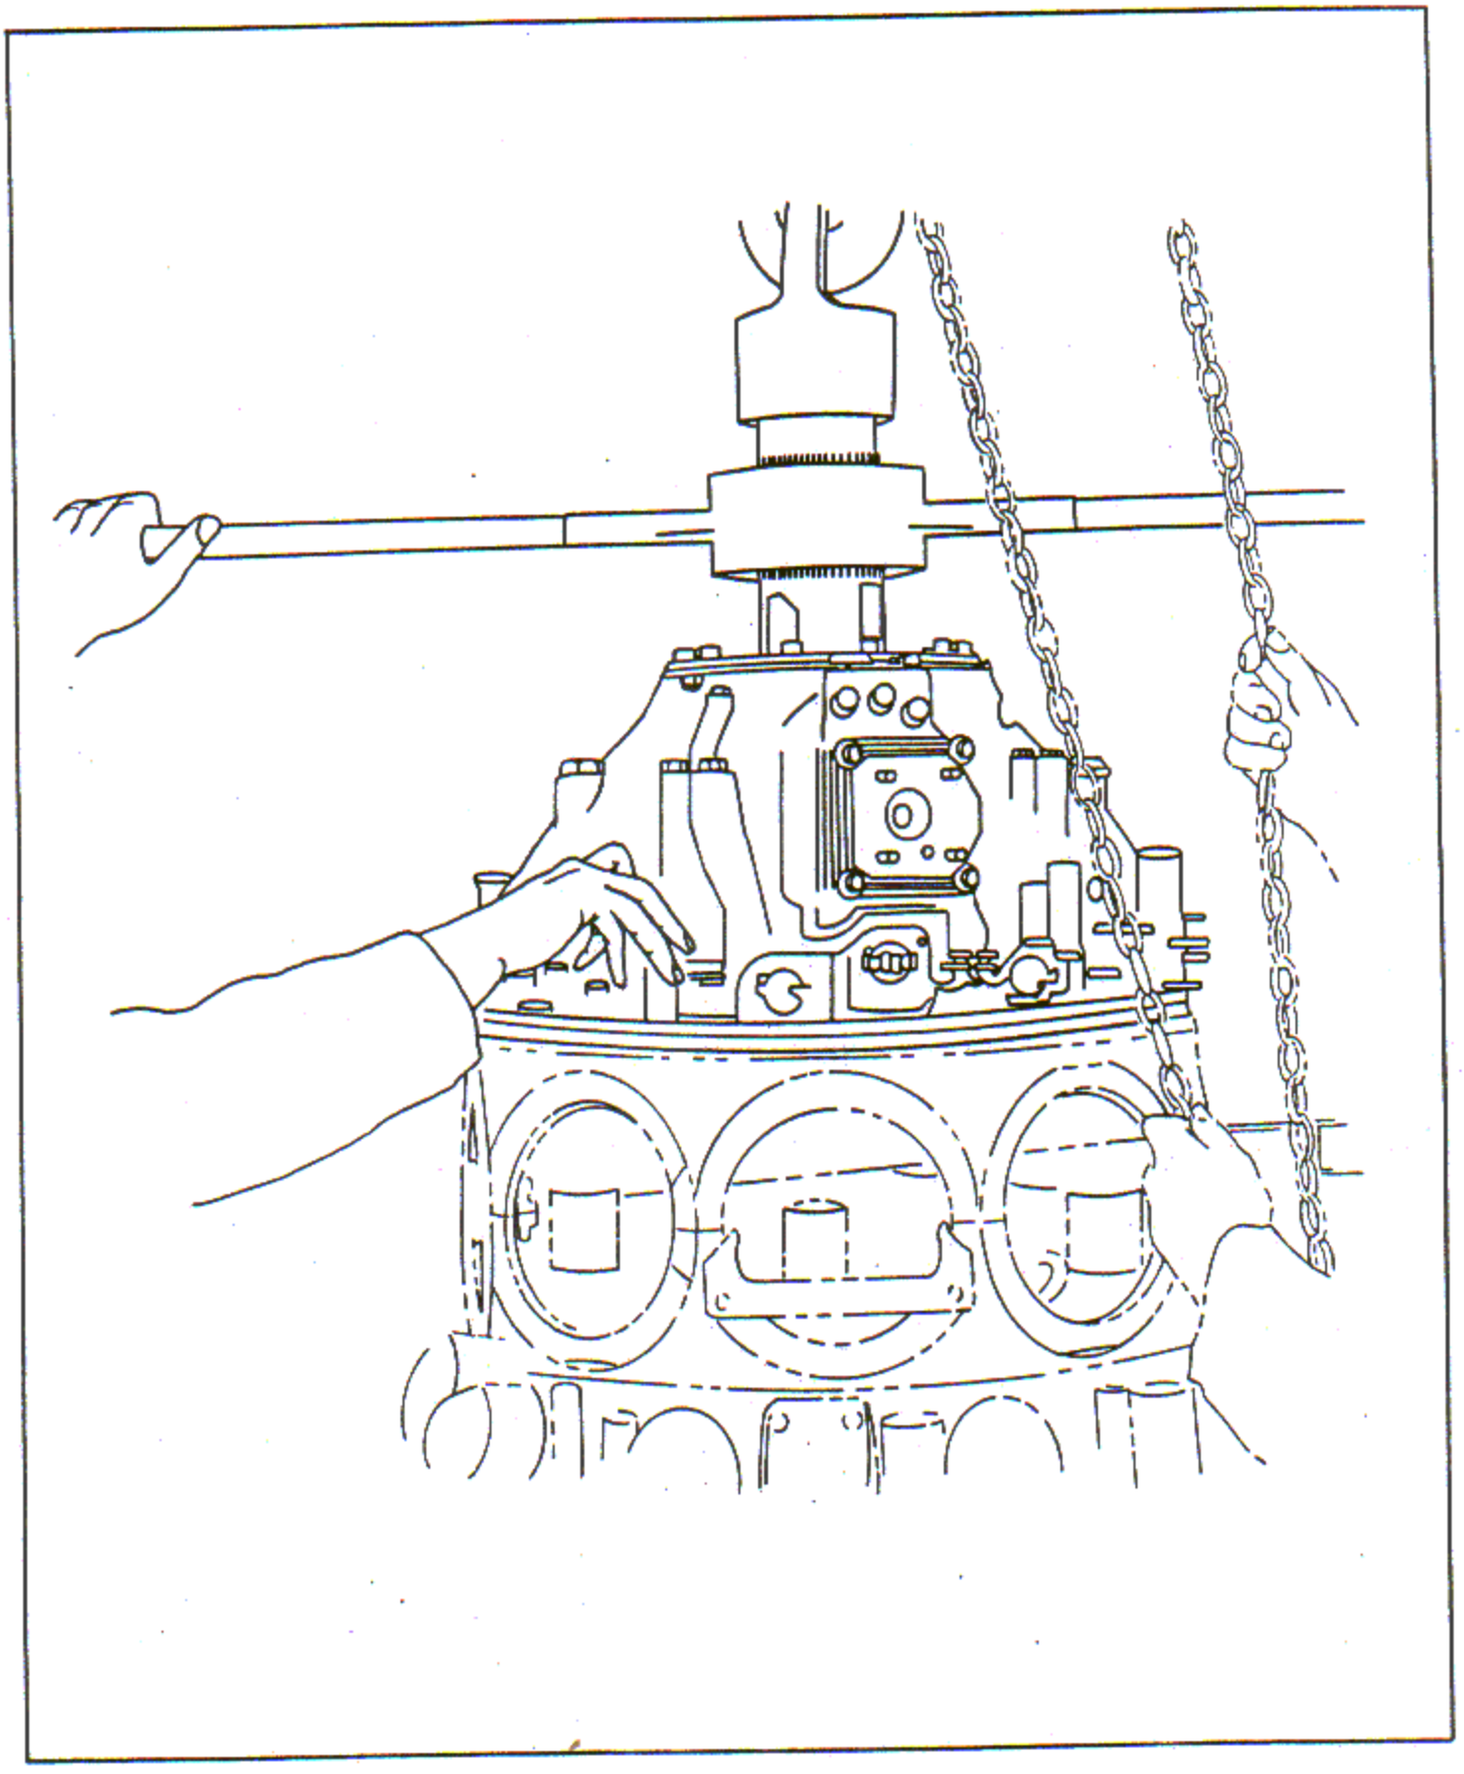

Figure 8-7. Lowering Crankcase Front Section
c. Lower the crankcase front section onto the crankcase front main section, aligning the governor mounting pad with the No. 1 cylinder mounting pad. As the front section is lowered, see figure 8-7, rotate the governor gear drive shaft and adjust the governor drive gear to mesh with the governor intermediate drive gear.